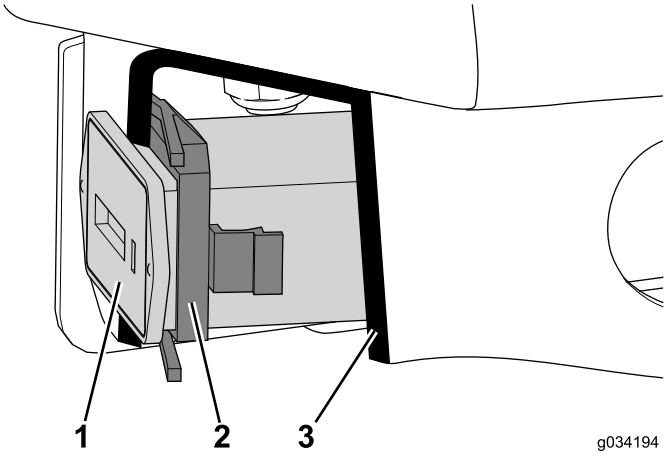

Figure 12
3. Déposez la fixation qui maintient le compteur horaire sur la console (selon l'équipement) (Figure 12).